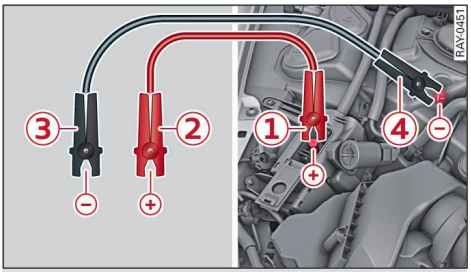

Fig. 165 Connecting jump leads
1. Connect one end of the positive lead (red) to the jump-start connection (1) ⇨ *Fig. 165* on your vehicle.
2. Connect the other end of the positive lead (red) to the positive terminal (2) on the power source.